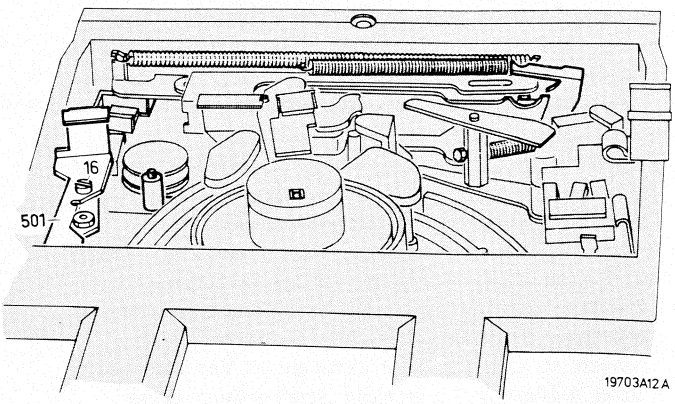

Fig. 2.22
- Schraube B (Abb. 2.22) derart einstellen, dass der Schalter SK6 zuverlässig umschaltet, sobald der Lift geschlossen wird und zuverlässig zurückschaltet, wenn der Lift geöffnet wird.
- Die Schraube 16 (Abb. 2.22) ein wenig lösen und die Platte 501 derart verschieben, dass das Millivoltmeter 108 mV anzeigt.